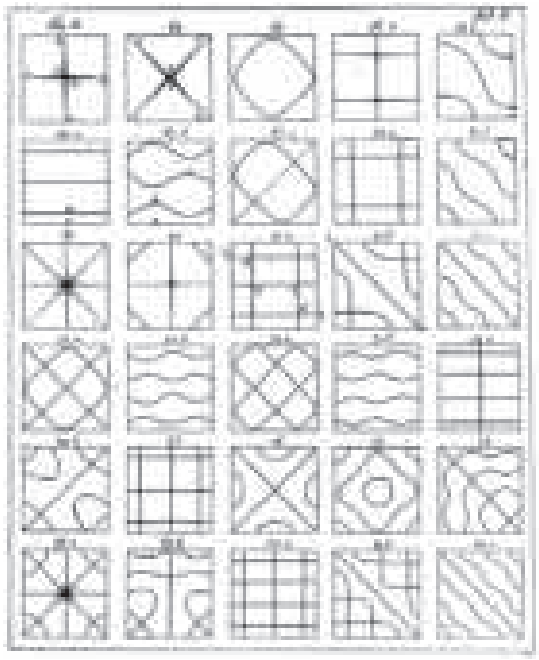

Figure 2
- de figures géométriques variées, mais symétriques, pour la plaque carrée (voir la figure 2).